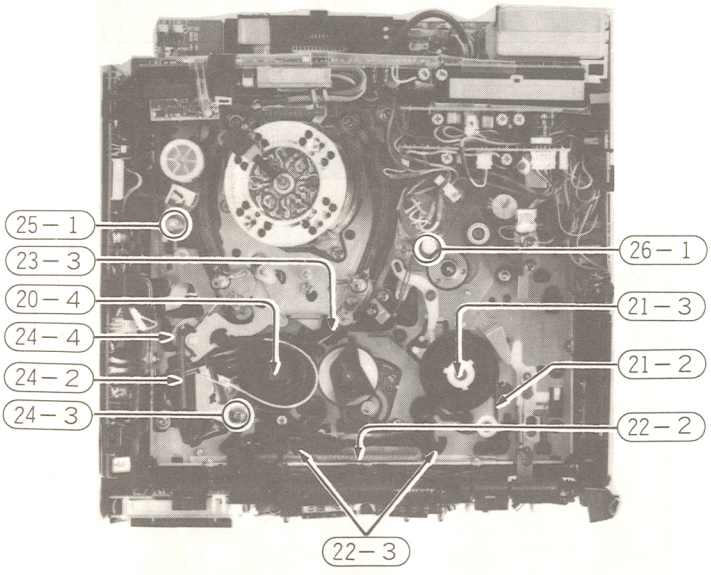

Fig. 31
**20. Supply reel disk (Fig. 31)**
**21. Take-up reel disk (Fig. 31)**
**22. Supply and take-up main brakes (Fig. 31)**
**23. Supply sub brake (Fig. 31)**
**24. Tension band and tension arm (Fig. 31)**
**25. Supply guide pole (Fig. 31)**
**26. Take-up guide pole (Fig. 31)**